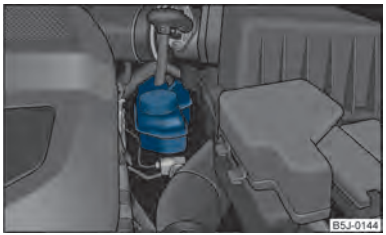

Fig. 131 Vano motore: serbatoio del liquido freni
– Controllare il livello del liquido freni sul serbatoio ⇒fig. 131. Il livello deve essere compreso tra le tacche „MIN" e „MAX".